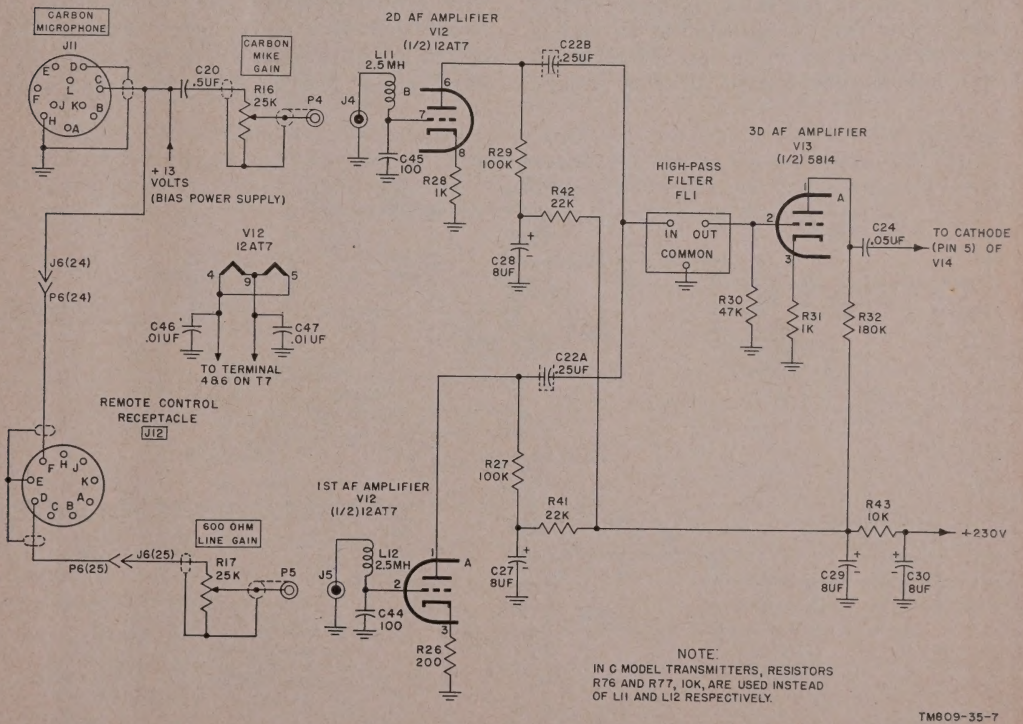

Figure 11. First, second, and third AF amplifier stages, basic, B, and C model transmitters.
9. First, Second, and Third AF Amplifier Stages (figs. 11 and 12)